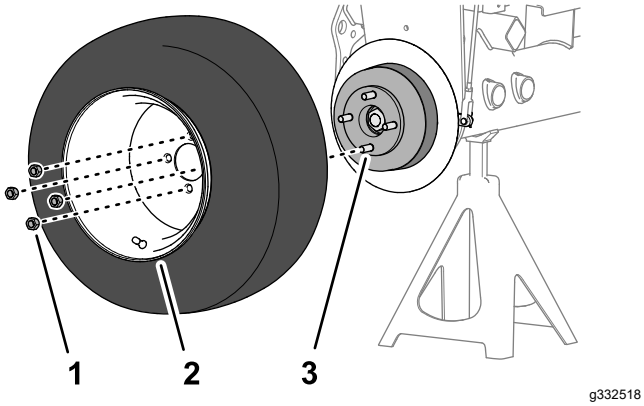

Figur 88
1. Montera hjulet på navet med de fyra hjulmuttrarna (Figur 88) och dra åt hjulmuttrarna för hand.